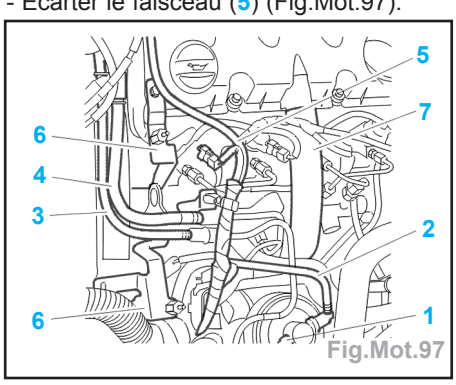

Fig.Mot.97
- Écarter le faisceau (5) (Fig.Mot.97).